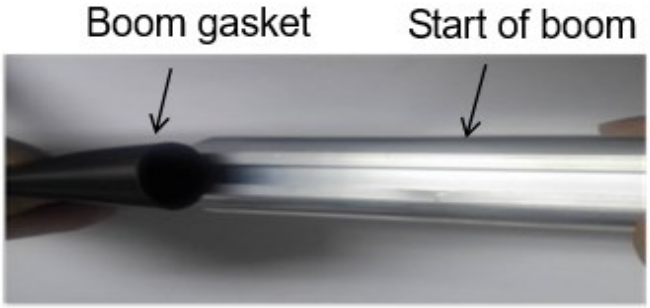

Figure 3-5
6) Install the boom gasket, as shown in the figure 3-5.